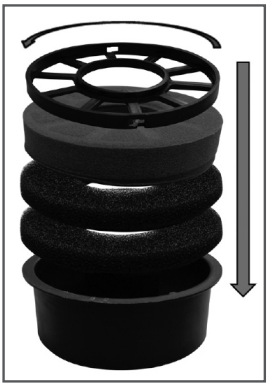

Рис.19 Установка фильтрующих элементов
8. Установите в основание воздушного фильтра два предварительных фильтрующих элемента и один основной фильтрующий элемент. После этого вставьте в основание воздушного фильтра сепаратор воздушного фильтра, совместите две направляющие на основании воздушного фильтра и канавки в сепараторе, и зафиксируйте сепаратор в основании воздушного фильтра, повернув сепаратор относительно основания воздушного фильтра против часовой стрелки (если смотреть сверху) до упора (Рис. 19).